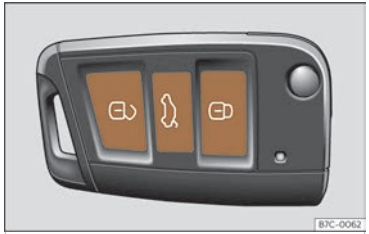

Fig. 47 Llave por control remoto: teclas.
- Bloquear: pulse el botón ››› fig. 47.